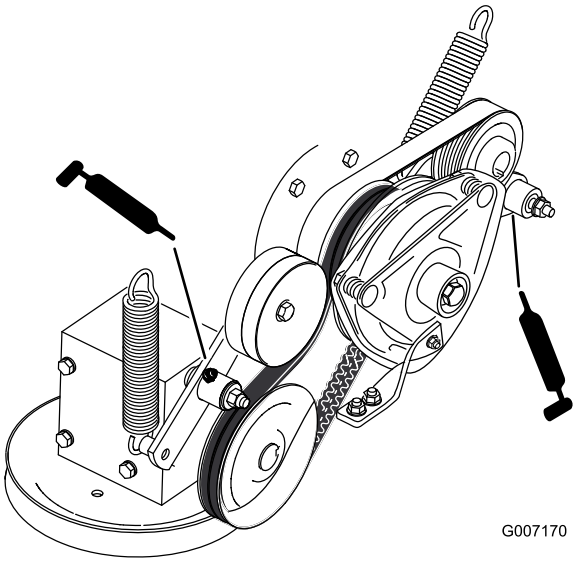

Figur 38
7. Smør lederullarmen for drivremmen (Figur 38).
8. Smør lederullarmen på pumperemmen (Figur 38).